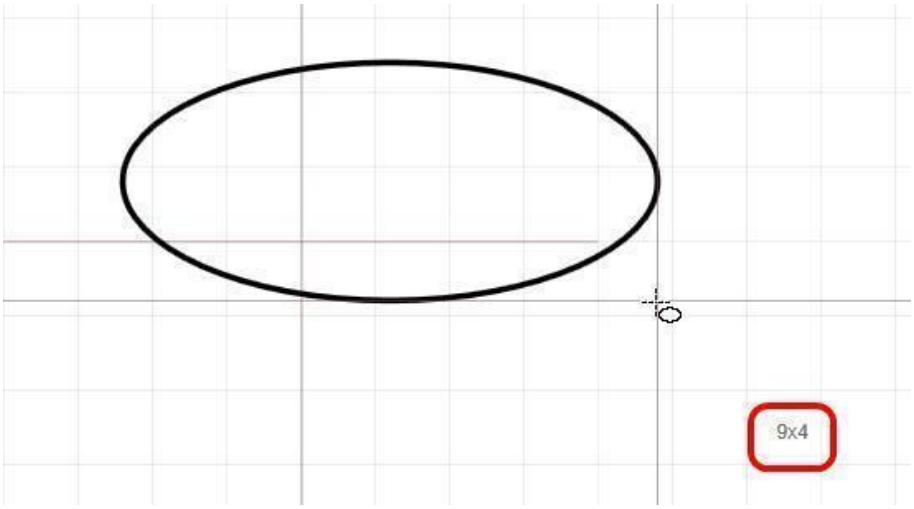

Рис. 40. Размещение эллипса
2. Укажите положение центра эллипса. Для этого поместите курсор в нужную точку и нажмите левую кнопку мыши. Далее задайте нужный размер Эллипса, перемещая курсор (см. Рис. 40). Курсор указывает положение угла прямоугольника, в который вписан эллипс. При этом графический редактор отображает возможный вид эллипса, а рядом с курсором выводится текущий размер эллипса (длина осей эллипса).